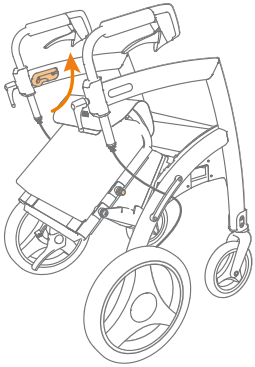
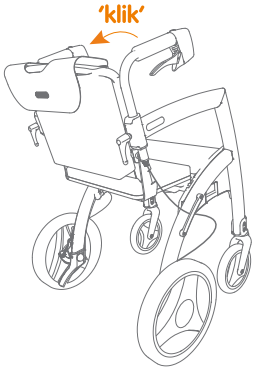

Figure 34: Tirez le dossier plus haut.
Figure 35: Cliquer le dossier dans les rails.
c. Après quoi vous tirez le dossier vers le haut et vers l'arrière **(Figure 34)** afin que les boulons de fixation viennent se glisser dans les rails conducteurs du cadre **(Figure 35)**. Les boulons de fixation supérieurs ne glissent pas doucement dans les conducteurs du cadre ? Ensuite, poussez à nouveau le dossier vers le milieu du cadre et essayez à nouveau.